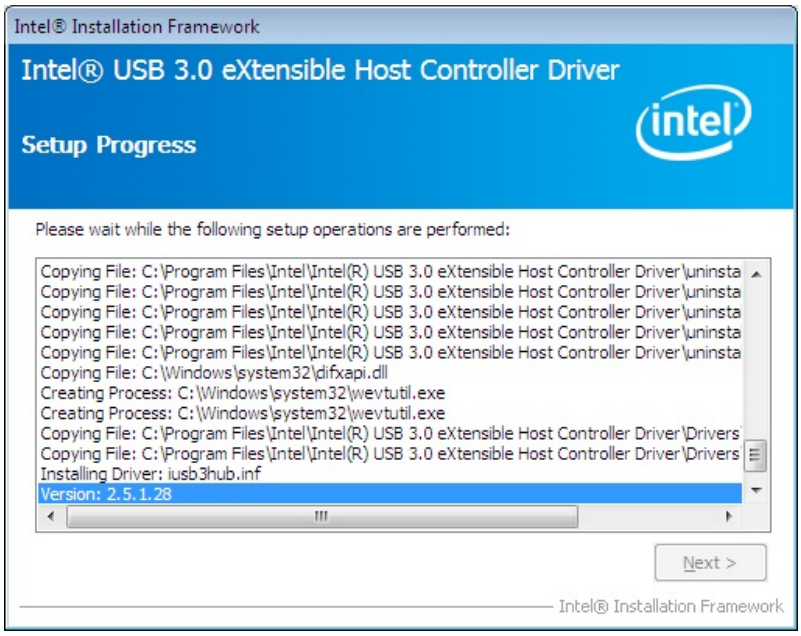

Figure 6-25: USB 3.0 Driver Setup Operations
Step 9: **Setup Operations** are performed as shown in **Figure 6-25**.